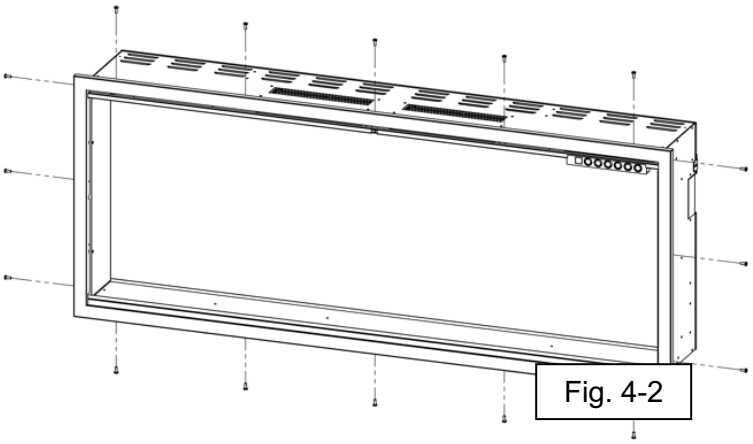

Fig. 4-2
- Begin by removing the slide-in frame. It is secured by screws around the perimeter of the frame. Fig. 4-2) The quantity of screws varies depending on the size of the fireplace. Secure screws as they will be reused.